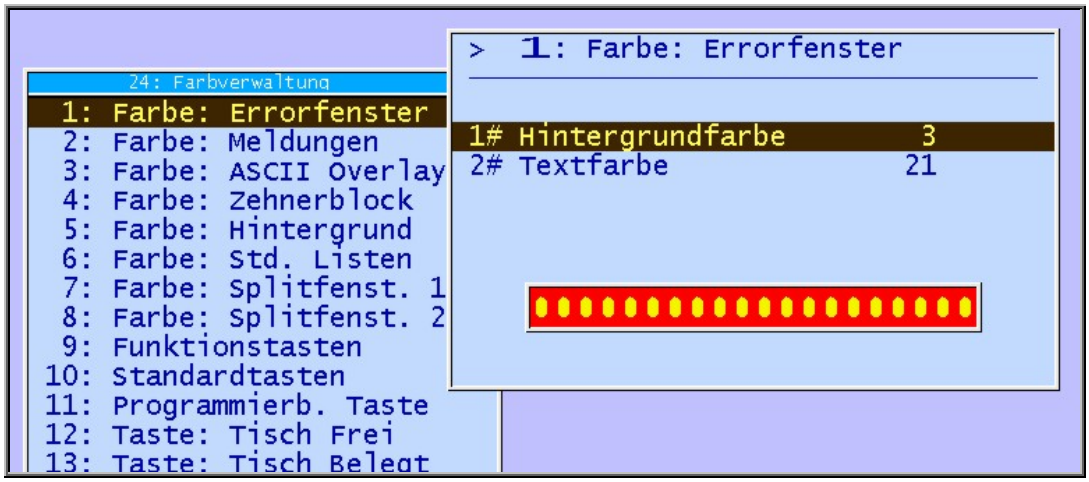

Abb. 55 – Programm 24, Farbdialog für Errorfenster
Für verschiedene Funktionstasten lassen sich die Farben einstellen. Nach Anwahl der Kategorie (in Abb. 55 ist es die Farbe für das Errorfenster) können Farbnummer für Hintergrund und Text gesetzt werden. Wird hier `Storno (30)` gedrückt, so stellt das Programm die Farbe auf einen Standardwert zurück. Mit Nummer (18) wird das Farbauswahlfenster aus